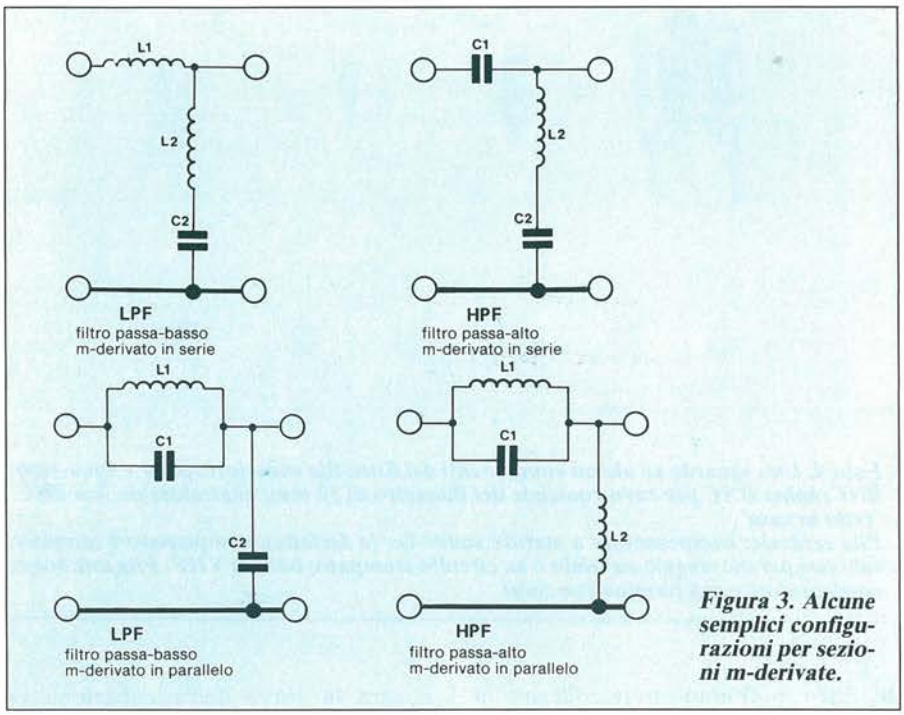

*Figura 3. Alcune semplici configurazioni per sezioni m-derivate.*
Esistono diversi tipi di sezioni m-derivate, alcune delle quali sono mostrate in Figura 3. Entrare nel merito dei calcoli progettuali per i componenti di queste sezioni andrebbe oltre le intenzioni di questo articolo: i lettori interessati potranno consultare i numerosi manuali pubblicati sull'argomento.
La Figura 4 mostra gli schemi elettrici dei filtri calcolati con precisione in base alle sezioni m-derivate di Figura 3.
*Figura 4. Schemi e dati di avvolgimento per filtri passa-basso e passa-alto che, se collegati in cascata, formano un filtro di banda VHF. Osservare che i filtri usano le sezioni m-derivate illustrate in Figura 3.*